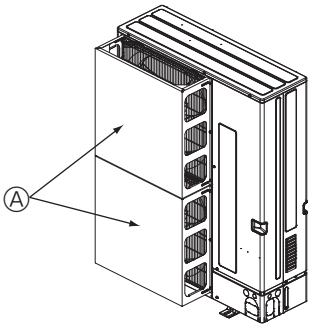

Fig. 2-4
② Si la unidad está situada en un lugar expuesto a vientos fuertes como huracanes que puedan entrar en la salida de aire, coloque una guía de aire opcional. (Fig. 2-4)